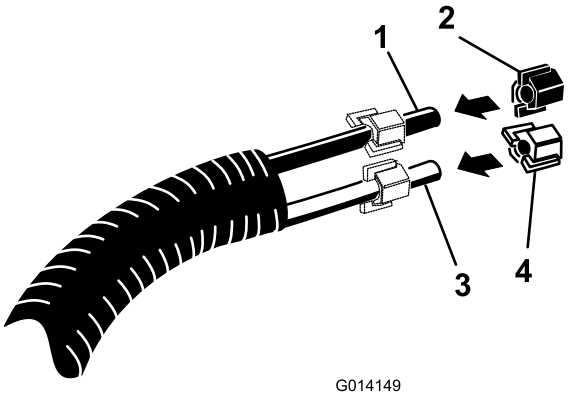

Figur 12
1. Monter en plastikrørklemme på de frilagte skumdyser. Brug en blå klemme til det blå rør (væske) og en hvid klemme til det klare rør (luft) (Figur 12).